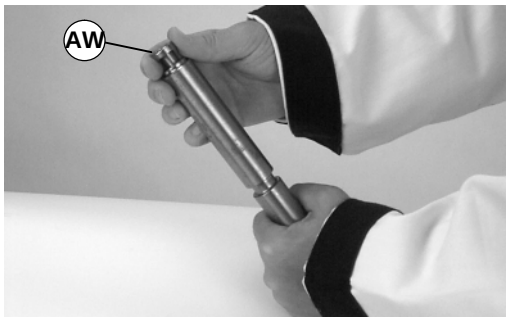

Abbildung 38
2. Das Lager (Teilenr. 802–120) (AW siehe Abbildung 38) auf die Antriebsrolle schieben.